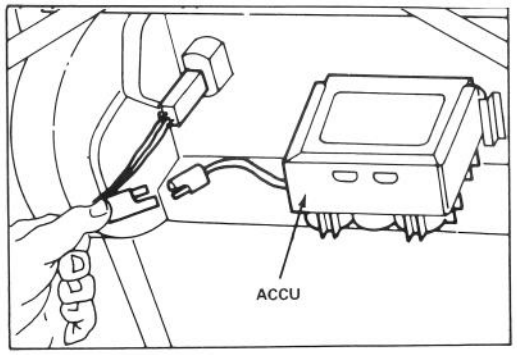

Afbeelding 5
8. Accu opladen (Key-Lectric Start Model): Verwijs naar "Accu opladen", pagina 11. Schuif de accu, met plaatje naar boven, tussen de gleuven aan de achterkant van het bedieningspaneel en verbindt de draden (Afb. 5). Doe de sleutel in het contact wanneer u gereed bent om de motor te starten.